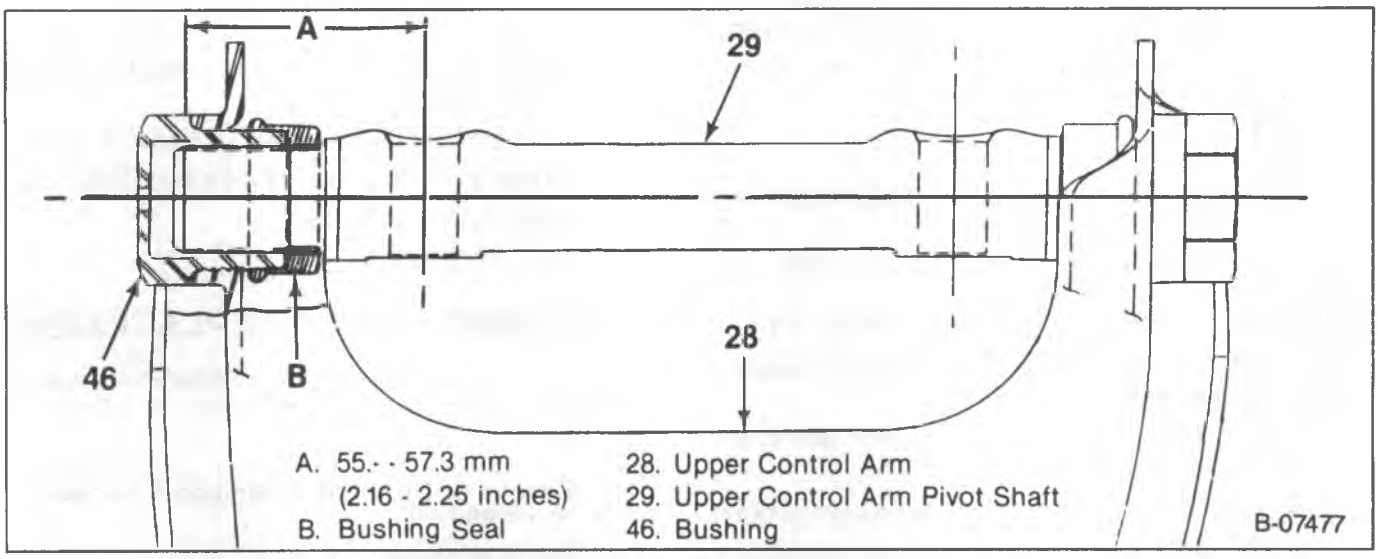

Figure 28—Centering the Upper Control Arm Shaft (R2, R3 and P3 Models)
1. New inner seals onto the pivot shaft (29).
2. Pivot shaft (29) into position inside the upper control arm.
- The pivot shaft (29) must be centered in the upper control arm (28) as shown in figure 28.